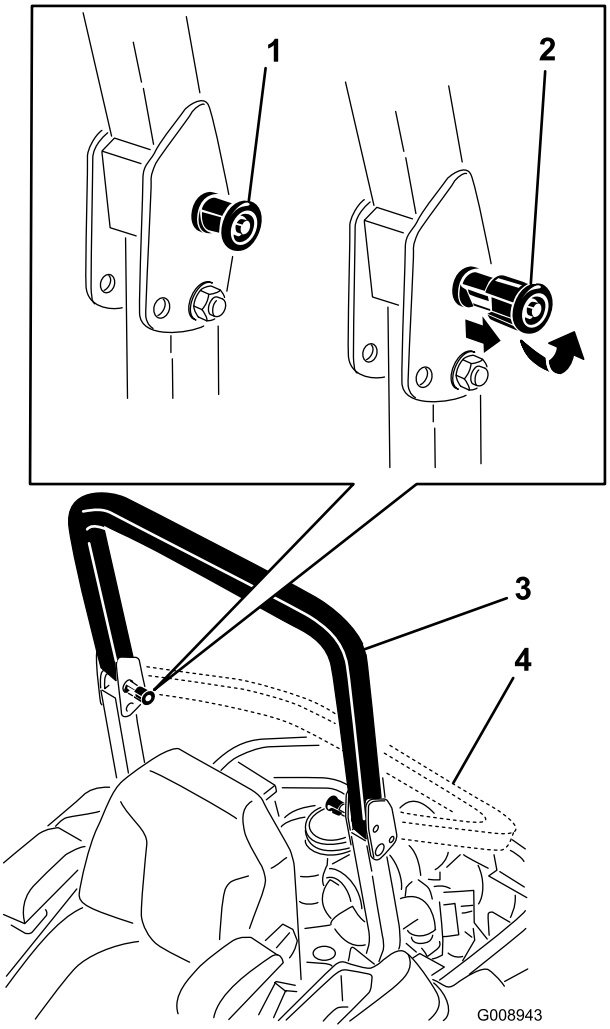

**Figuur 8**
2. Trek de beide knoppen uit en draai deze 90° zodat deze niet meer ingeschakeld zijn (Figuur 8).
3. Klap de rolbeugel omlaag (Figuur 8).
4. Om de rolbeugel omhoog te brengen, klapt de beugel uit naar de bedrijfsstand en draait u aan de knoppen tot deze gedeeltelijk in de groeven bewegen (Figuur 8).
5. Breng de rolbeugel volledig omhoog terwijl u tegen het bovenste gedeelte van de rolbeugel duwt. De pennen klikken op hun plaats zodra de openingen met de pennen zijn uitgelijnd (Figuur 8). Druk op de rolbeugel en controleer of beide pennen op de hun plaats zitten.